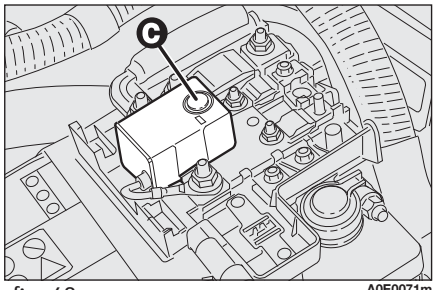

fig. 63
- ❒ press button **C-fig. 63** to reset the power supply cut-off switch.